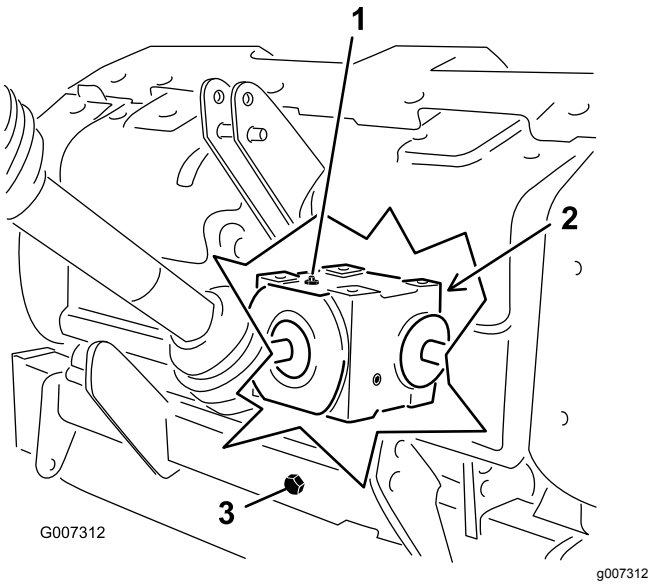

**Figur 31**
2. Ta bort kontrollpluggen från växellådan (Figur 31).
3. Kontrollera att oljenivån når upp till den nedre delen av kontrollpluggshålet i växellådan (Figur 31).
1. Ta bort skräp från påfyllningspluggen och avtappningslocket för att undvika kontaminering (Figur 31).